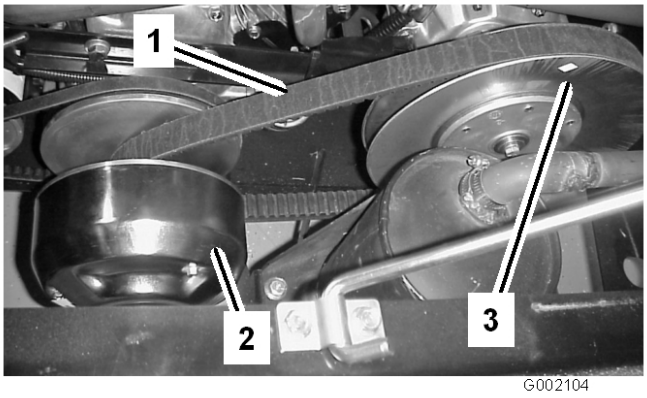

Figur 52
3. Drej og efterse remmen (Figur 52) for overdreven slid eller skader. Udskift om nødvendigt remmen.
1. Drej remmen, og før den over den sekundære kobling (Figur 52).
2. Fjern remmen fra den primære kobling (Figur 52).